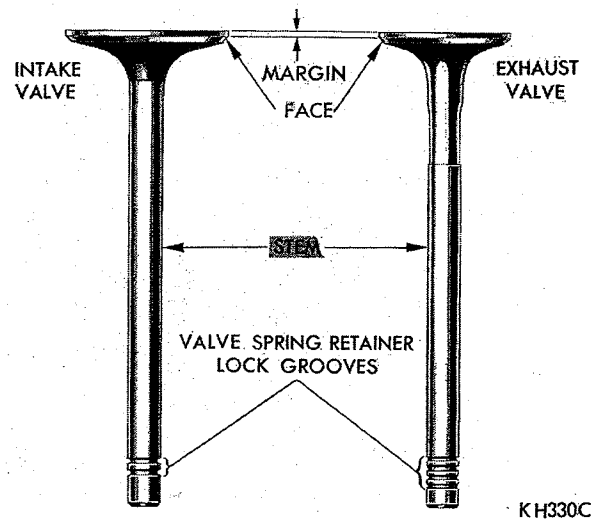

*Fig. 16—Intake and Exhaust Valves*
(2) Inspect the remaining margin after the valves are refaced (Fig. 16). Valves with less than 3/64 inch margin should be replaced.
(3) When refacing valve seats, it is important that the correct size valve guide pilot be used for reseating stones. A true and complete surface must be obtained.
(4) Measure the concentricity of the valve seat using dial indicator No. 13725. Total runout should not exceed .002 inch (total indicator reading).
(5) Inspect valve seat with Prussian blue to determine where valve contacts the seat. To do this, coat valve seat **lightly** with Prussian Blue then set the valve in place. Rotate the valve with light pressure. If the blue is transferred to the center of the valve face, contact is satisfactory. If the blue is transferred to the top edge of valve face, lower the valve seat with a 30° stone. If the blue is transferred to the bottom edge of valve face raise the valve seat with a 60° stone.
(6) When the seat is properly positioned the width of intake seats should be 1/16 to 3/32 inch. The width of exhaust seats should be 3/64 to 1/16 inch.